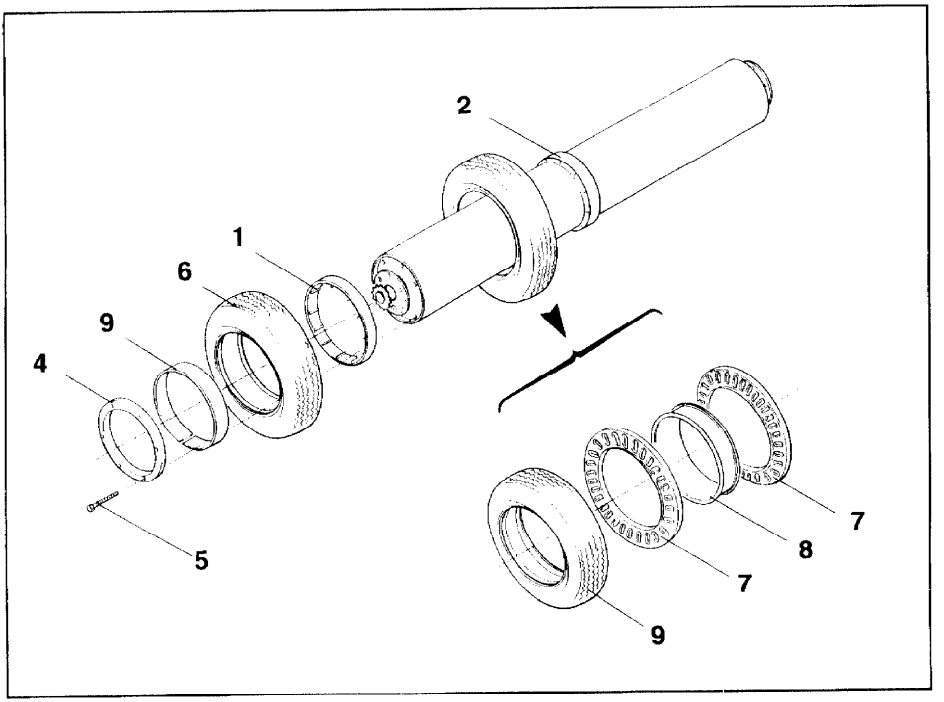
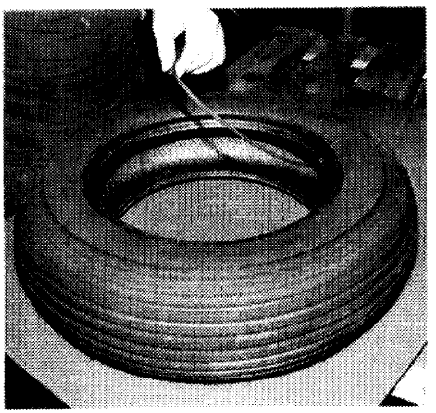

Fig. 56
Fig. 57
Der Reifenabstand auf der Walze wird mit Hilfe von Kunststoff-Distanzringen (Fig. 56/1) eingestellt. In Walzenmitte ist ein Stahl-Distanzring (Fig. 56/2) fest mit der Walze verschweißt. Deshalb können nicht alle Reifen zu einem Ende der Walze geschoben und abgenommen werden.
- Walzenendplatte (Fig. 56/4), die dem defekten Reifen am nächsten ist, abschrauben. Damit die Walzenendplatte dabei nicht verkantet, sind die Schrauben nicht einzeln, sondern abwechselnd der Reihe nach mit jeweils einer Umdrehung herauszuschrauben.
Sie können den defekten Reifen mit beiden Stützringen (Fig. 56/7) und Reifeninnenring (Fig. 56/8) gegen einen neuen, komplett montierten Reifen austauschen. Oder Sie verwenden die beiden Stützringe und den Innenring weiter und bestellen nur einen unmontierten Reifen (Fig. 56/9). Werksseitig ist von diesem Reifen bereits ein 3 bis 5 mm breiter Innenring (Fig. 57) abgeschnitten worden, damit sich der Reifen später leichter auf den Walzenmantel aufschieben läßt.
⚠ **Werksseitig werden z.Teil handelsübliche Reifen geliefert (siehe Tabelle), die, u.a. wegen des abgeschnittenen Innenringes (Fig. 57), für den öffentlichen Straßenverkehr nicht zugelassen sind!**
- Die beiden Stützringe (Fig. 56/7) und den Innenring (Fig. 56/8) entnehmen Sie dem defekten Reifen, indem Sie ihn einfach aufschneiden.
- Bei Reifen, die aus dem Reifenhandel bezogen werden, ist ein 3 bis 5 mm breiter Innenring abzuschneiden (siehe Fig. 57), um den Reifen später leichter auf das Walzenrohr aufschieben zu können.
- Vor der Montage sind die Stützringe (Fig. 56/7) in einem Wasserbad bei 60° bis max. 70° zu erwärmen. Erwärmte Stützringe lassen sich dann leichter biegen und somit besser in den Reifen einsetzen.
- Vormontierte Reifen (Fig. 56/6) und Distanzinge (Fig. 56/1) auf den Walzenmantel aufschieben.
- Vor der Montage des letzten Reifens ist der Montagering (Fig. 56/9) auf das Walzenrohr aufzuschieben, um die Montage des letzten Reifens zu erleichtern. Der Montagering muß dabei bündig mit der Außenkante des letzten Reifens abschließen.
- Walzenendplatte (Fig. 56/4) auf das Walzenrohr aufsetzen und die Schrauben (Fig. 56/5) von Hand in die Gewindebohrungen einschrauben. Damit die Walzenendplatte nicht verkantet, sollten die Schrauben abwechselnd der Reihe nach mit jeweils einer Umdrehung festgeschraubt werden.